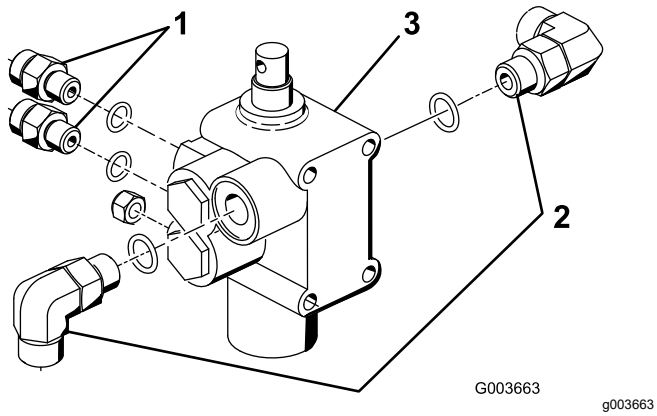

Figura 7
1. Avvitate entrambi i raccordi a 90° e i 2 raccordi idraulici dritti sulla nuova valvola di sollevamento, come illustrato nella Figura 7.